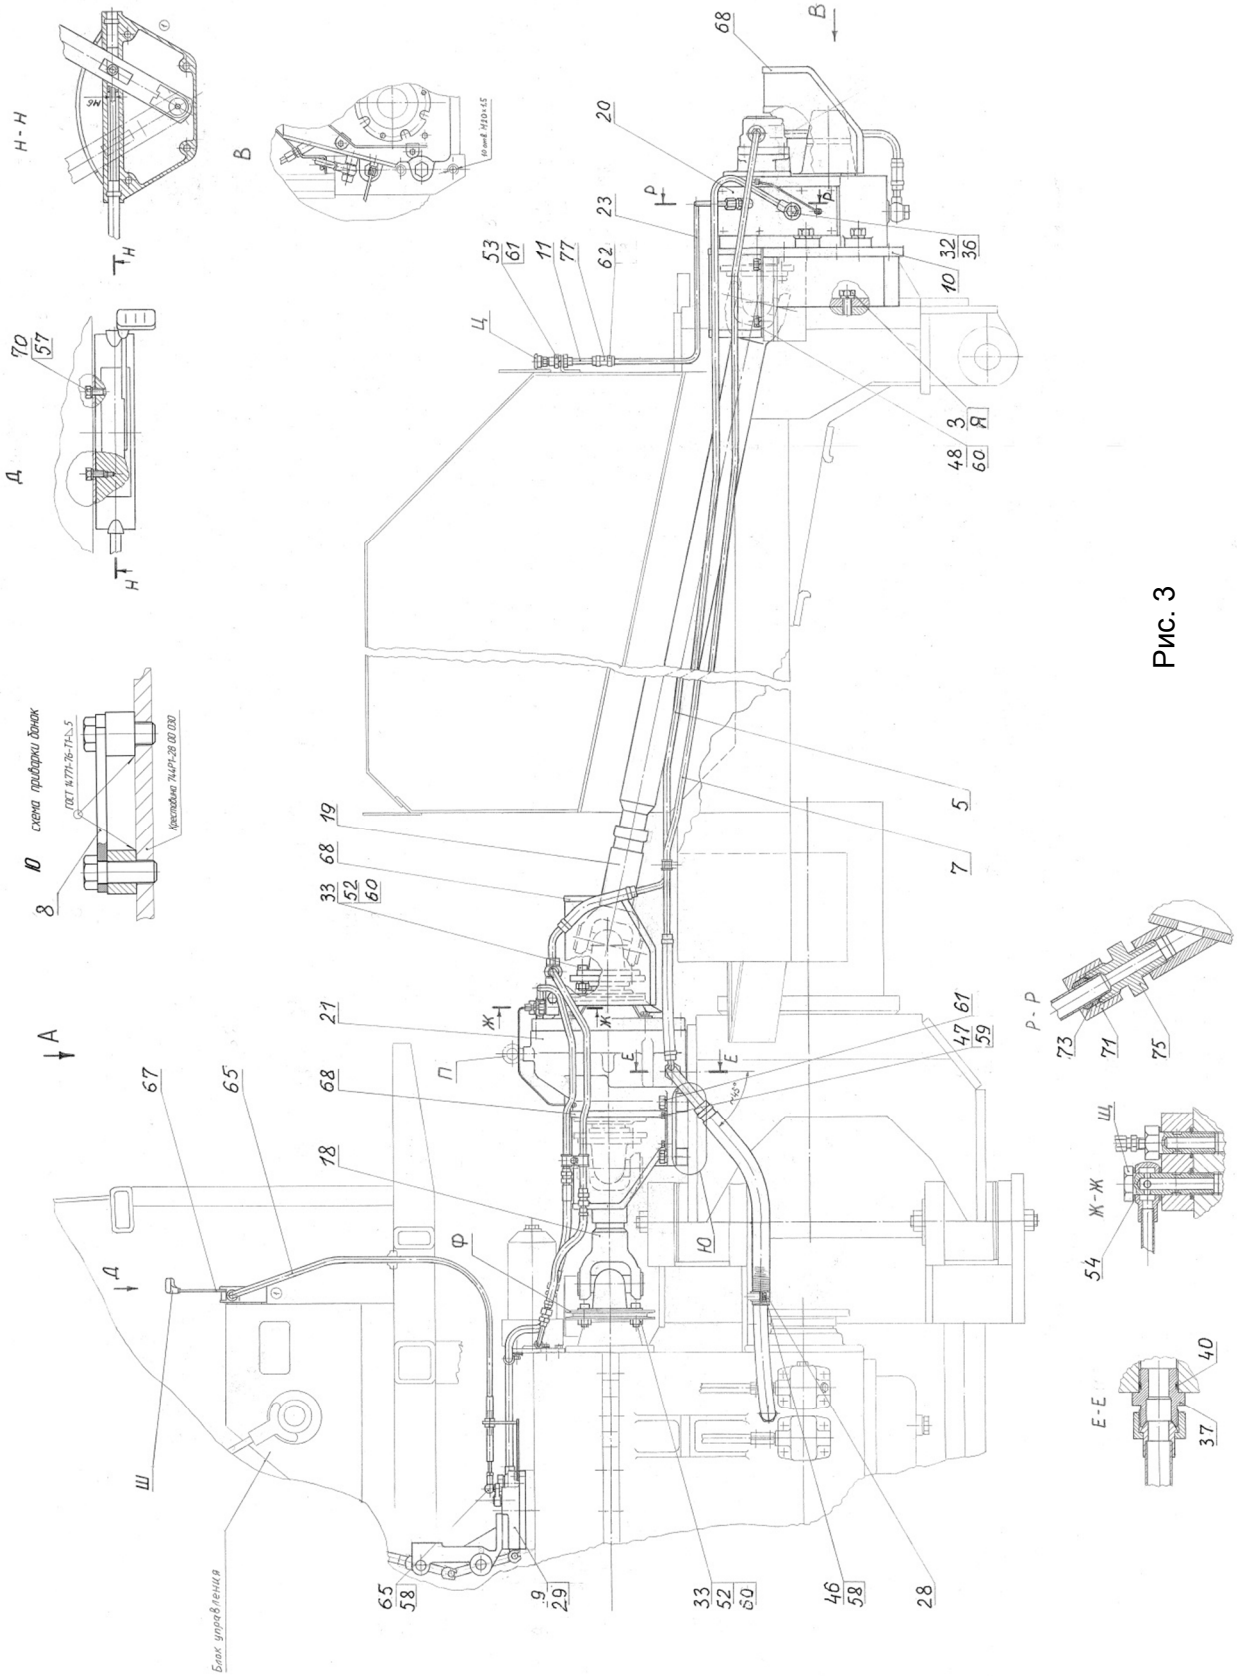

Рис. 3
3.2.2 Производить сборку и монтаж МОМа на трактор в соответствии с рис. 3, 4. Номера позиций на чертеже соответствуют порядковым номерам перечня (листы 2…4).
– для установки муфты соединительной поз. 21 необходимо приварить 4 бонки 744Р1-2800028-1 (рис. 3, элемент Ю). Для этого установить приспособление поз. 8 (744Р-4200090), на котором закреплены эти бонки, выступающими концами болтов М20х1,5 в 4 отверстия ∅22 на крестовине задней полурамы и выполнить сварной шов на половине длины окружности бонок. После этого снять плиту приспособления и выполнить полную приварку.
– демонтировать основание 744Р-2800060-01 и на его место установить основание поз. 10 (рис. 3), закрепив его штатными болтами "З" с шайбами "Я". Момент затяжки болтов 45^{+5} кг·м;